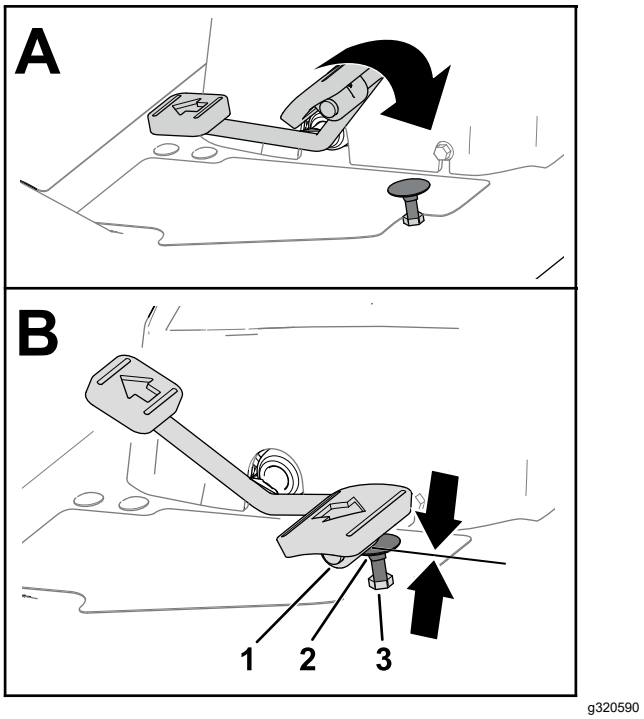
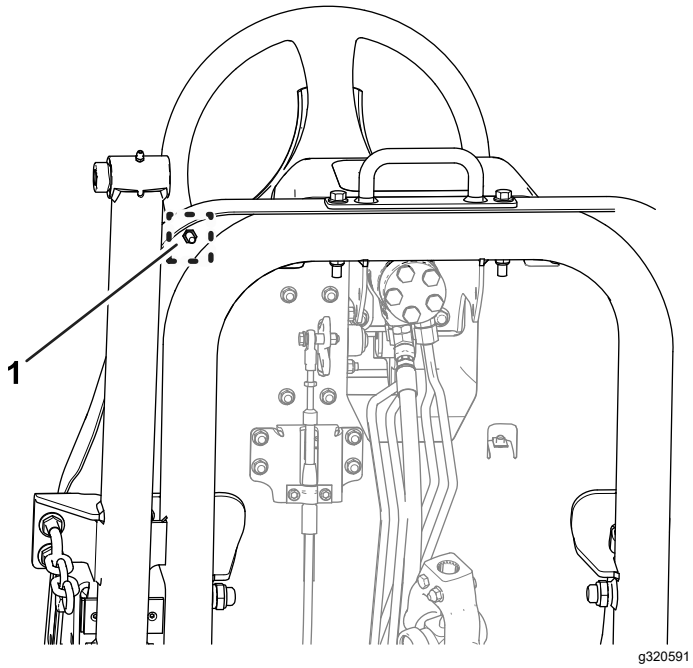

Figur 77
Figur 78
1. Tryck ned gaspedalen helt (Figur 77).
A. Håll gaspedalsstoppet (Figur 77) med en skiftnyckel.
B. Lossa kontramuttern på nedre delen av fotstödsplattan (Figur 78).
C. Tryck gaspedalen helt framåt (Figur 77).
D. Håll gaspedalsstoppet medan du justerar kontramuttern som sitter ovanför fotstödsplattan (Figur 77) tills gaspedalen kommer i kontakt med stoppet.
F. Håll gaspedalsstoppet medan du drar åt kontramuttern längst ned på fotstödsplattan (Figur 77 och Figur 78) till 37–45 Nm.